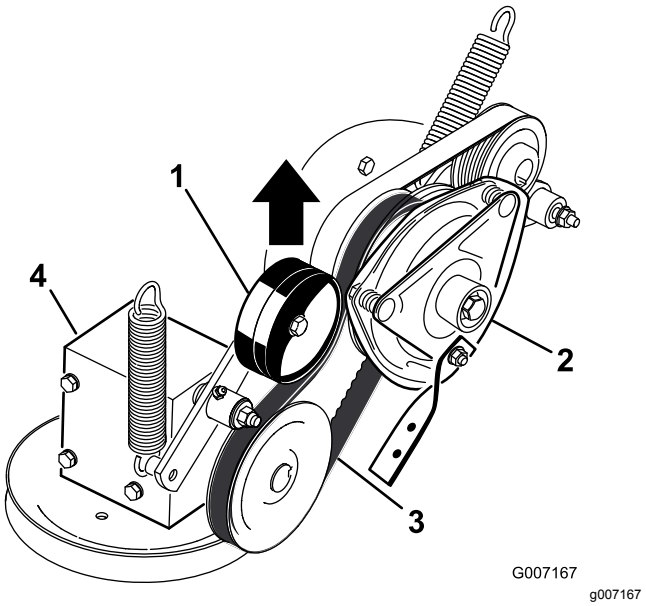

Figur 63
5. Træk op i den fjederbelastede styreremskive til kraftudtagets drivrem, og fjern remmen fra koblingsremskiven (Figur 63).
17. Træk op i den fjederbelastede styreremskive til kraftudtagets drivrem, og monter den på koblingsremskiven (Figur 63).